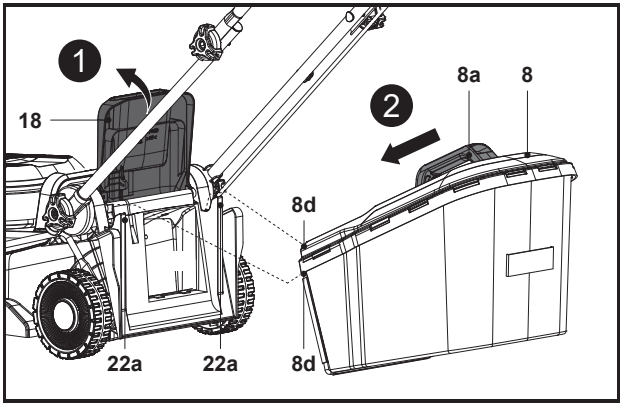

Fig. 7
4. Ouvrir le déflecteur arrière (18) et le maintenir ouvert (Fig. 7, étape 1).
5. Transporter le bac de ramassage (8) par sa poignée de transport (8a).
6. Aligner les deux crochets du bac de ramassage (8d) sur les encoches (22a) et y accrocher le bac de ramassage (8) (Fig. 7, étape 2).
7. Relâcher ensuite avec précaution le déflecteur arrière (18).